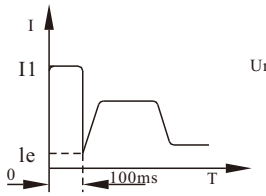
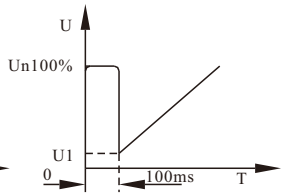

Figure 12
Figure 13
b) Figures 12 and 13 show the output waveform of this mode. It is used in heavy-load applications where the motor cannot start due to high mechanical static friction. At startup, a high fixed voltage is applied to the motor for a short period to overcome static friction and initiate rotation, followed by current-limit (Figure 12) or voltage ramp (Figure 13) starting.